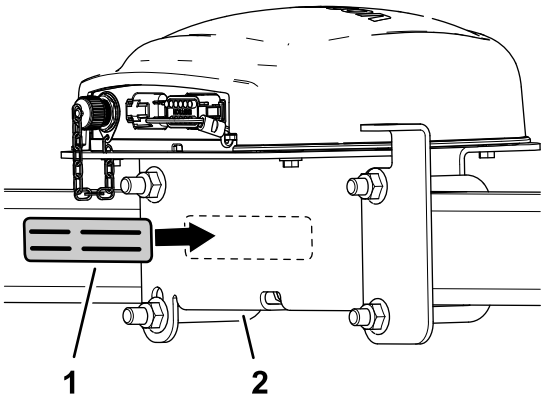

Figur 152
7. Fäst serienummerskylten på mottagarfästet (Figur 152).